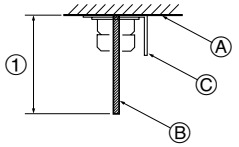

Fig. 3-4
3.2.5. Preparación de la unidad interior (Fig. 3-4)